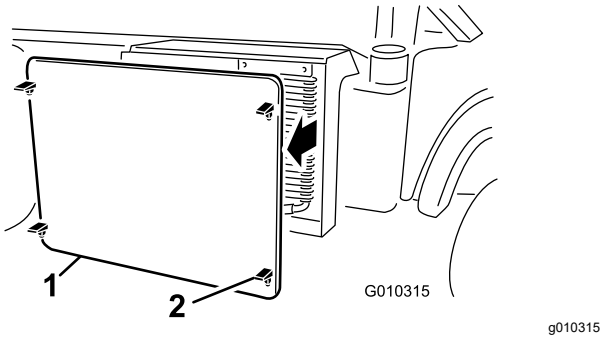

Figuur 52
5. Koppel het radiateurscherm aan de voorzijde van de radiateur los en verwijder het scherm (Figuur 52).